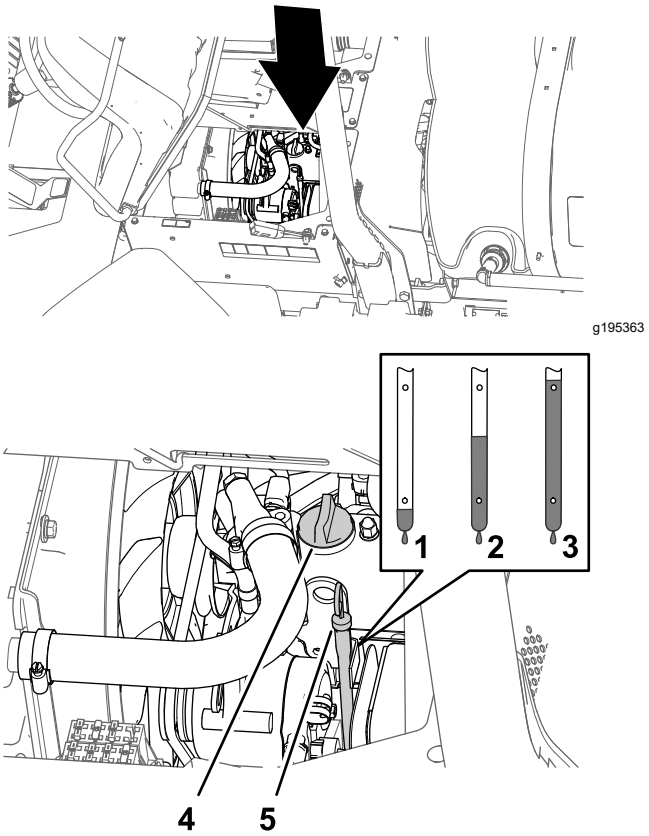

Bild 78
2. Nehmen Sie den Peilstab heraus, der sich unter dem Fahrersitz befindet, und wischen Sie ihn mit einem sauberen Lappen ab (Bild 78).
3. Nehmen Sie bei niedrigem Ölstand den Fülldeckel von der Ventilabdeckung (Bild 78) ab und gießen Sie Öl in den Füllstutzen, bis der Ölstand an der Voll-Markierung am Peilstab liegt.
4. Setzen Sie den Ölfülldeckel ein (Bild 78).
5. Stecken Sie den Peilstab wieder fest ein (Bild 78).